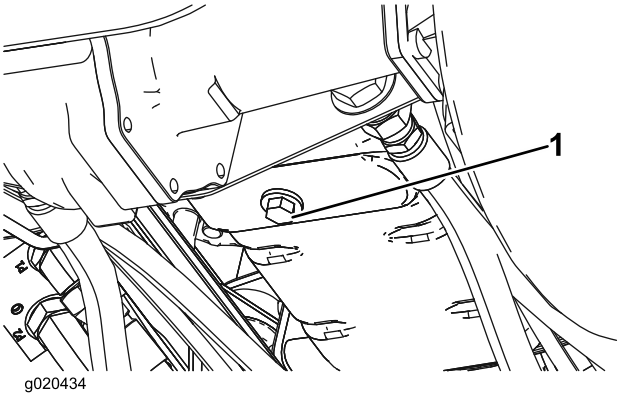

Figur 51
1. Ta bort avtappningspluggen (Figur 51) och låt oljan rinna ned i ett avtappningskärl. Sätt tillbaka avtappningspluggen när oljan har tappats ur.